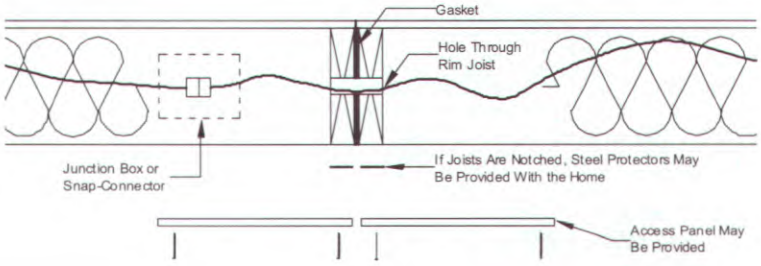

Figure 56. *Electrical crossover floor wires with flush access panels*
1. **Access wires.** Find the crossover location(s) and remove the access panel(s) if attached. If access panel openings are not provided, cut through bottom board to expose the wiring (**Figure 56**).